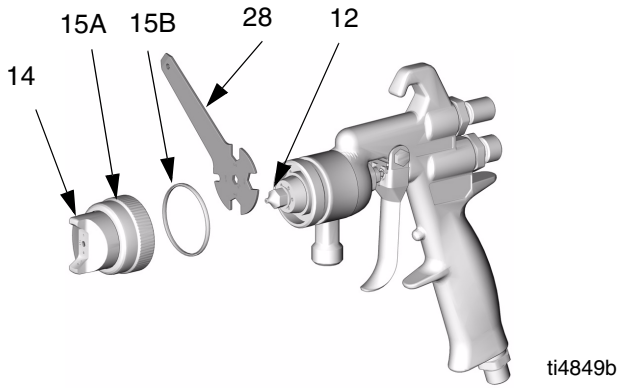

FIG. 24
4. Dispare la pistola mientras desmonta la boquilla de fluido (12) con la llave de la pistola (28). Vea FIG. 24.
5. Saque el tornillo (11), el pasador (17), la arandela ondulada (18) y el gatillo (10).